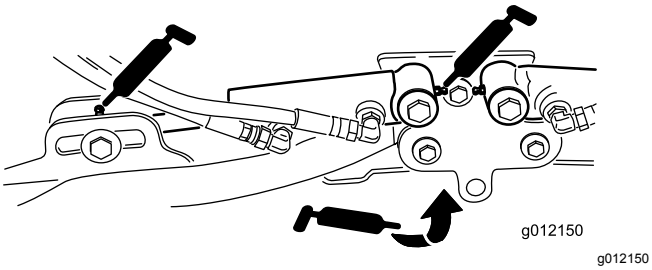

Figur 37
- Klippeenhedens løftearmscylindere (2 hver) (Figur 37)
- Løftearmenes drejetapper (1 hver) (Figur 37)